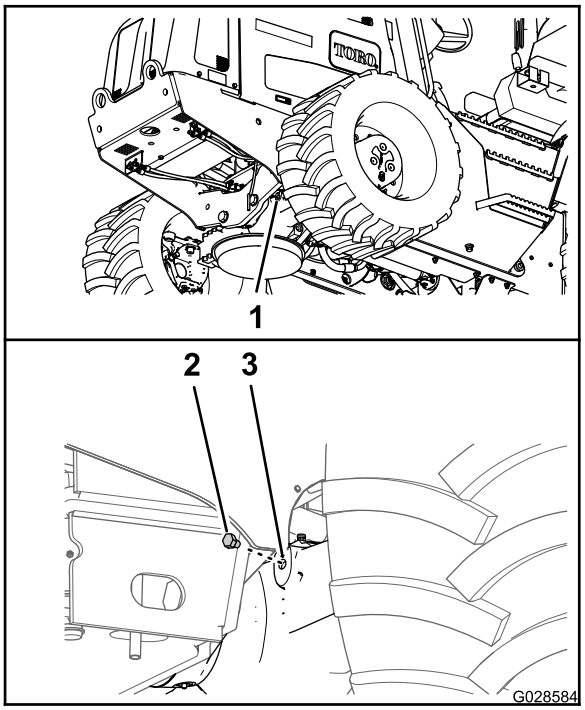
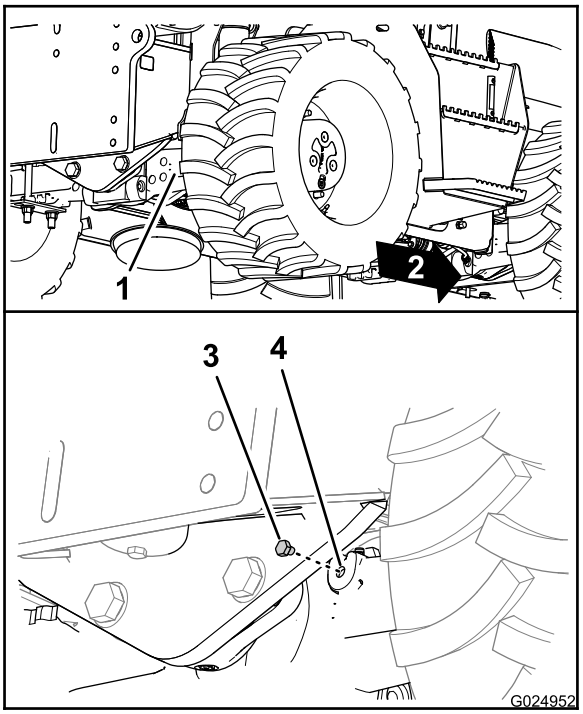

Bild 85
Bild 86
2. Entfernen Sie die Schraube vom Schauglas im Ritzelgehäuse in der Achse (Bild 85 und Bild 86).
3. Prüfen Sie den Ölstand in der Achse im Schauglas. Der Stand sollte an der Unterseite des Schraubengewindes liegen (Bild 85 und Bild 86).
6. Setzen Sie die Schauglasschraube in die Schauglasöffnung im Ritzelgehäuse der Achse ein (Bild 85 und Bild 86).